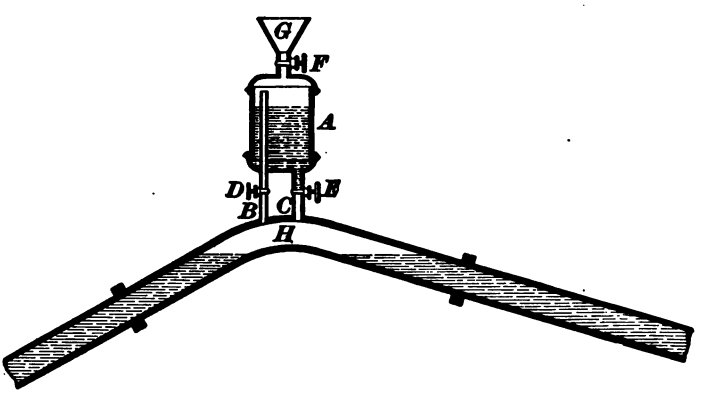

FIG. 24.
67. A device that will remove the air is shown in Fig. 24. Here A is an air-tight vessel connected with the siphon by two small pipes B and C. The pipe B extends nearly to the top of A, while the pipe C barely enters the bottom. Each pipe has a valve D and E. A valve F and funnel G are placed on top of the vessel. When the siphon ceases to flow, which is an indication that air has collected (it is here